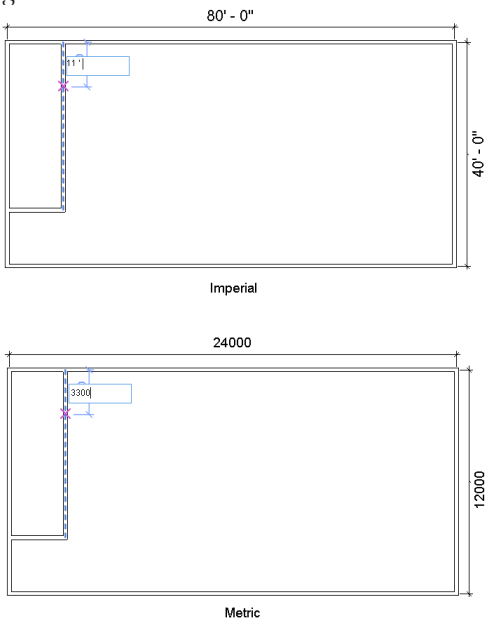

Figure 3-67 *Specifying the starting point of second interior wall segment*
3. To sketch the second interior wall, move the cursor to the upper endpoint of the interior wall you just created and then move the cursor vertically downward. Enter 11'0" for Imperial or 3300 mm for Metric when the temporary dimension and the intersection object snap appears as shown in Figure 3-67.